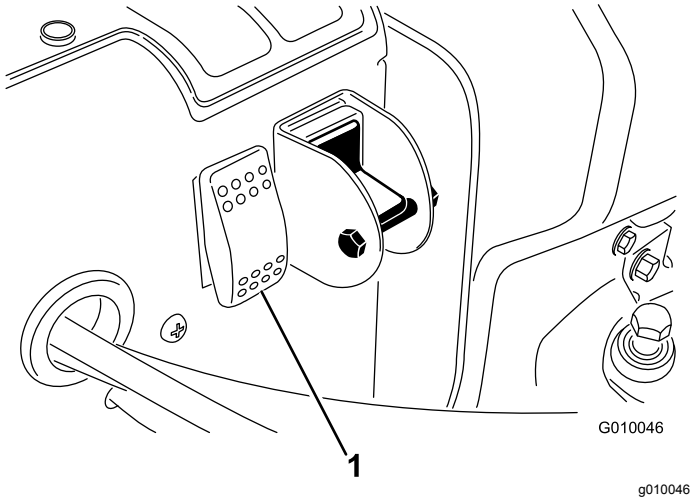

Figur 32
2. Tryk på systemnulstillingskontakten (Figur 32).